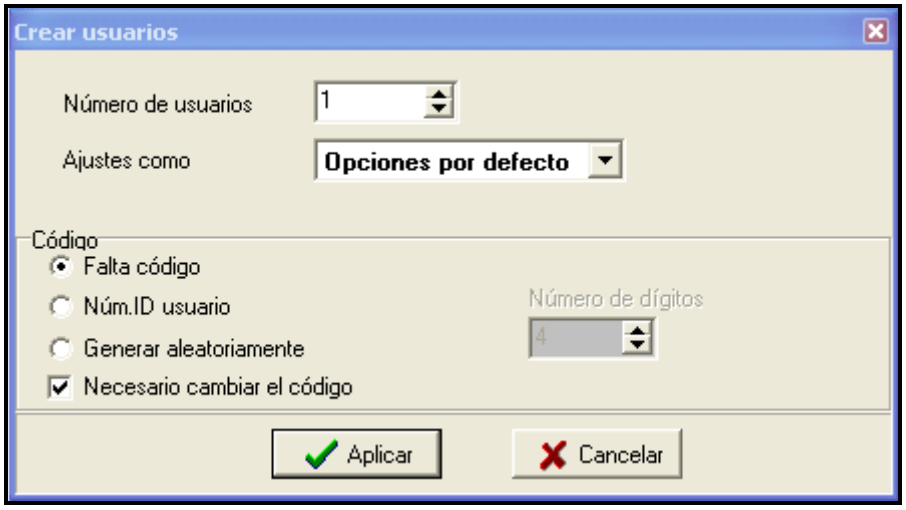

Fig. 25. Ventana de asignación de los nuevos usuarios.
2. Hacer clic con el puntero del ratón sobre el botón designado AÑADIR USUARIO. La ventana AÑADIR USUARIO se abrirá (ver: fig. 25).
7. Una vez los ajustes de grupo definidos, es posible asignar los usuarios a él. Los usuarios creados anteriormente pueden ser asignados al grupo, por ejemplo mediante el método “arrastrar y soltar”. Los usuarios recién creados serán asignados al grupo seleccionado, si exactamente este grupo está elegido en la ventana CREAR USUARIOS en el campo AJUSTES COMO (ver: AÑADIR NUEVOS USUARIOS MEDIANTE EL PROGRAMA ACCO-SOFT-LT y fig. 25).